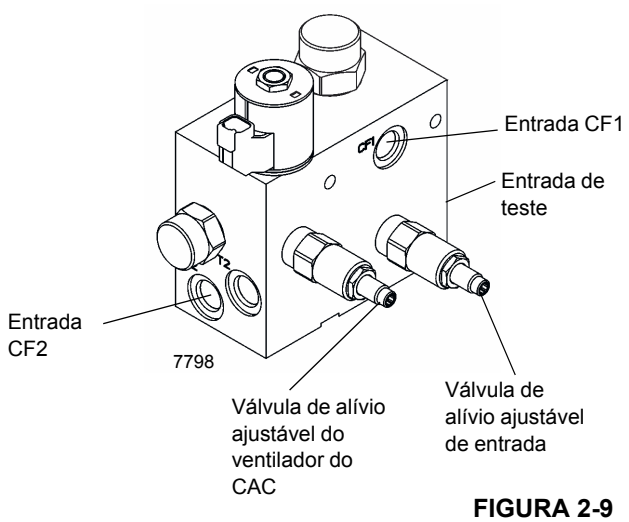

FIGURA 2-9
1. Com o motor desligado, desconecte a mangueira na entrada "CF1" na válvula de suprimento de carga do freio/motor do ventilador do CAC Figura 2-9; tampe e coloque bujão em todas as aberturas.
1. Com o motor desligado, desconecte a mangueira na entrada "CF2" na válvula de suprimento de carga do freio/motor do ventilador do CAC Figura 2-9; tampe e coloque bujão em todas as aberturas.